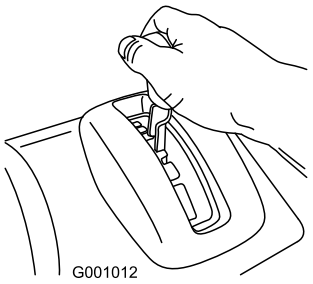

Figuur 13
1. Zet de snelheidskeuzehendel in de gewenste stand om vooruit te gaan en controleer dat deze in de uitkeping valt (Figuur 13).